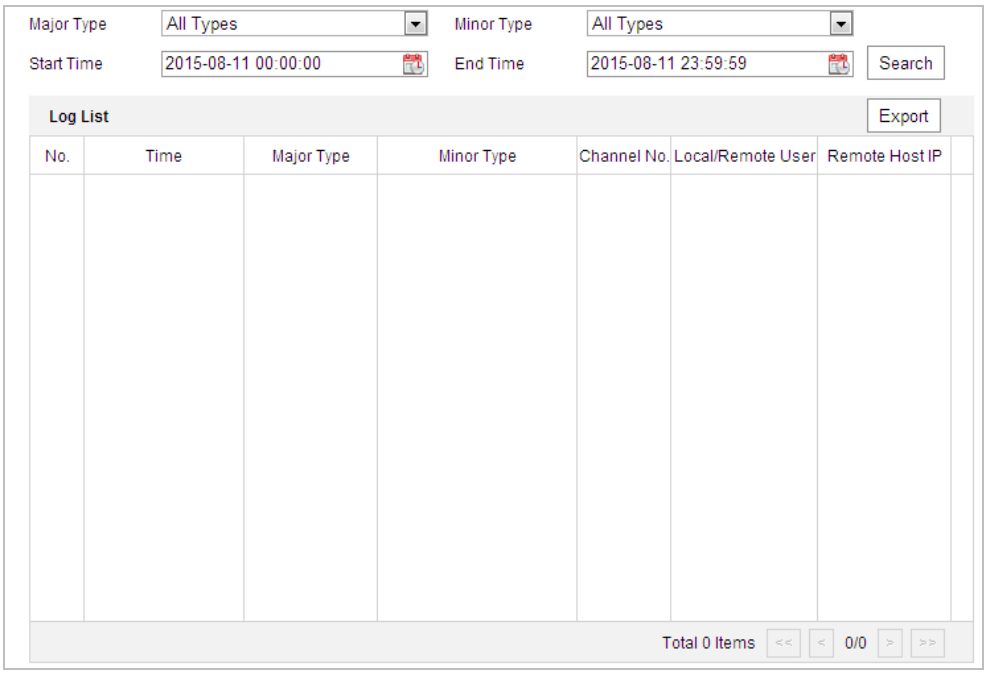

Figure 6-39 Log Searching Interface
2. Set the log search conditions to specify the search, including the Major Type, Minor Type, Start Time and End Time as shown in Figure 6-39.